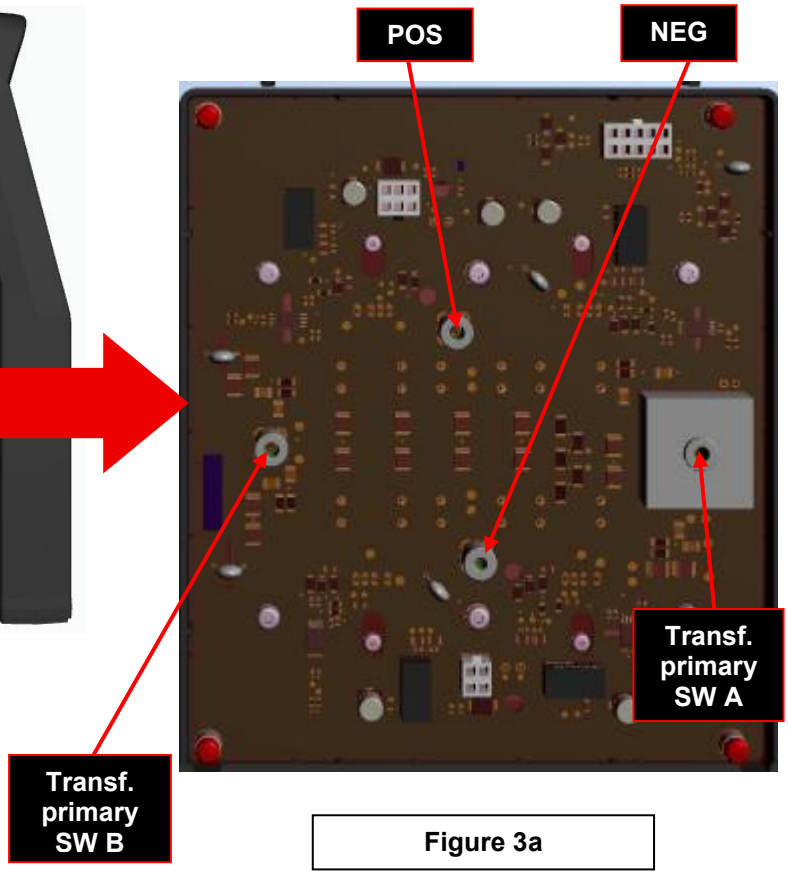

Figure 3a
5. Using the TX30 screwdriver, disconnect and label POS, NEG and the two transformer primary leads from the inverter board. See **Figure 3a** for leads location.
6. Using the multimeter in diode test mode perform the tests detailed in **Test Table 2**. See **Figure 3a** for Test Point locations.
8. Disconnect NTC 1 and NTC2 connectors X12 and X13. **See figure 3a**